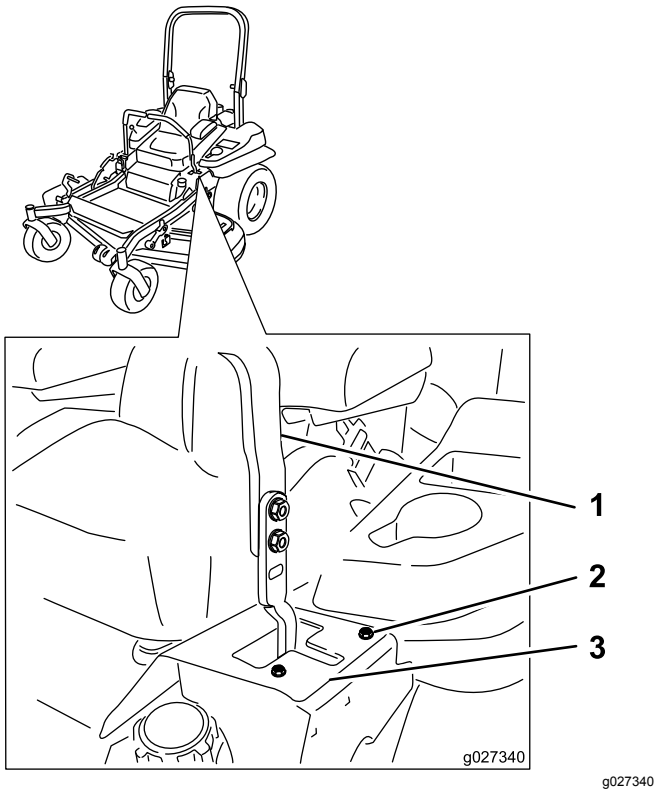

Figuur 66
6. Als de machine een afwijking naar rechts heeft, draai dan de bouten los en breng de linker aanslagplaat naar achteren op de linker T-sleuf tot de machine recht rijdt (Figuur 66).
7. Als de machine een afwijking naar links heeft, draai dan de bouten los en breng de rechter aanslagplaat naar achteren op de rechter T-sleuf tot de machine recht rijdt (Figuur 66).
8. Zet de aanslagplaat vast (Figuur 66).